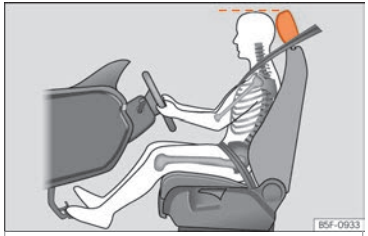

Fig. 86 Posição correta do encosto de cabeça do condutor.
– Ajuste o encosto de cabeça de modo a que o rebordo superior do mesmo fique alinhado com a parte superior da sua cabeça ››› Fig. 86.